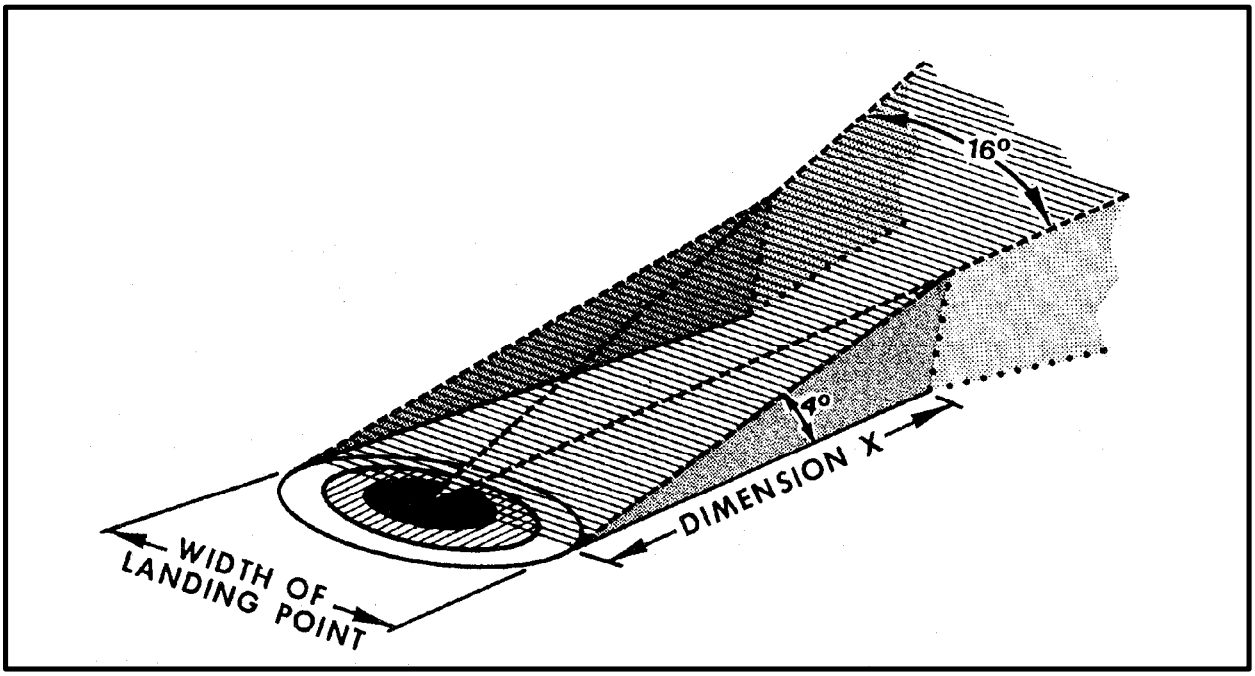

*Figure 4-6. Approach and Exit Path*
**c. Approach and Exit Path.** The approach and exit path is a 16-degree (277 mils) sector or arc extending outward and is measured from the center of the landing point (Figure 4-6). The V-shaped approach and exit path is depicted by the dashed and dotted line in the illustration. The 4-degree maximum obstruction angle applies to the entire area within the approach and exit path (both the dark and light shaded area) measured from the landing point center to a distance of 3,000 meters.